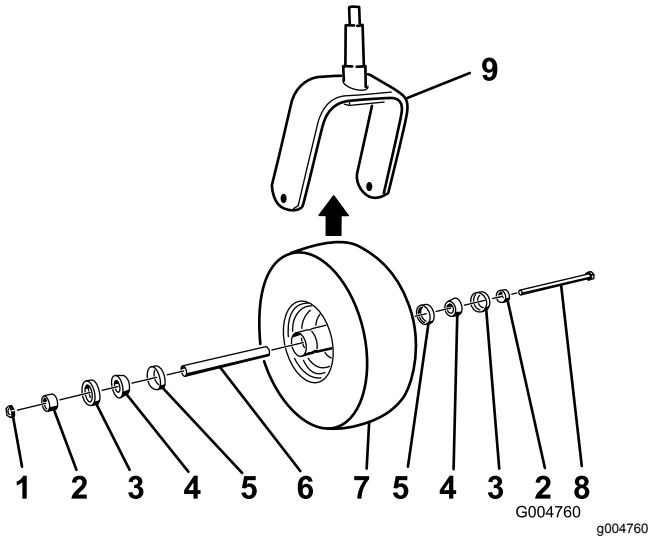

**Bild 42**
2. Nehmen Sie die Sicherungsmutter von der Schraube ab (Bild 42).
5. Montieren Sie das Laufrad, indem Sie die konischen Lager und Dichtungen, die mit Fett gefüllt sind, in die Radnabe drücken, siehe Bild 42 für die Positionierung.